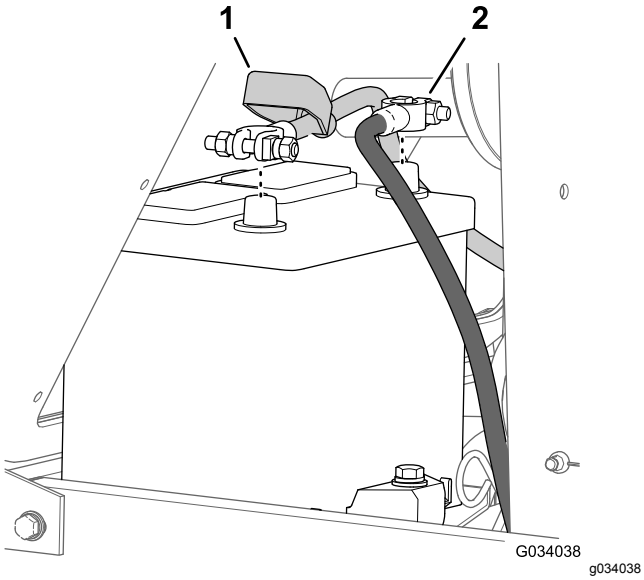

Figuur 51
2. Maak de minkabel (-) los van de accupool (Figuur 51).
3. Schuif de isolatorkap weg van de kabelklem (Figuur 51).
4. Maak de pluskabel (+) los van de accupool (Figuur 51).
7. Sluit de kabels aan, met de pluskabel (+) op de pluspool van de accu (Figuur 51).
8. Sluit de minkabel (-) aan op de minpool van de accu (Figuur 51).